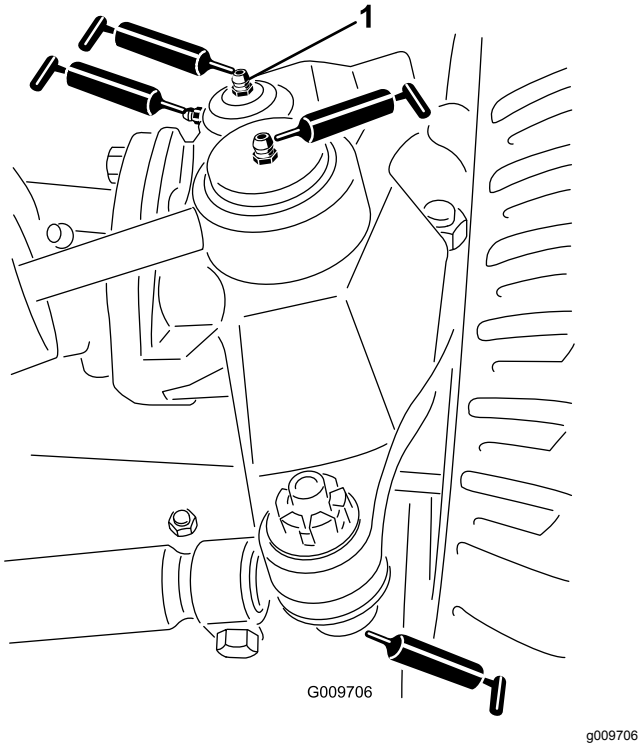

**Figur 45**
- Styrcylinders kulleder (2) (Figur 45)
- Dragstångskulleder (2) (Figur 45)
- Axeltappsbussningar (2) (Figur 45). **Den översta nippeln på axeltappen ska bara smörjas en gång om året (2 pumpningar).**